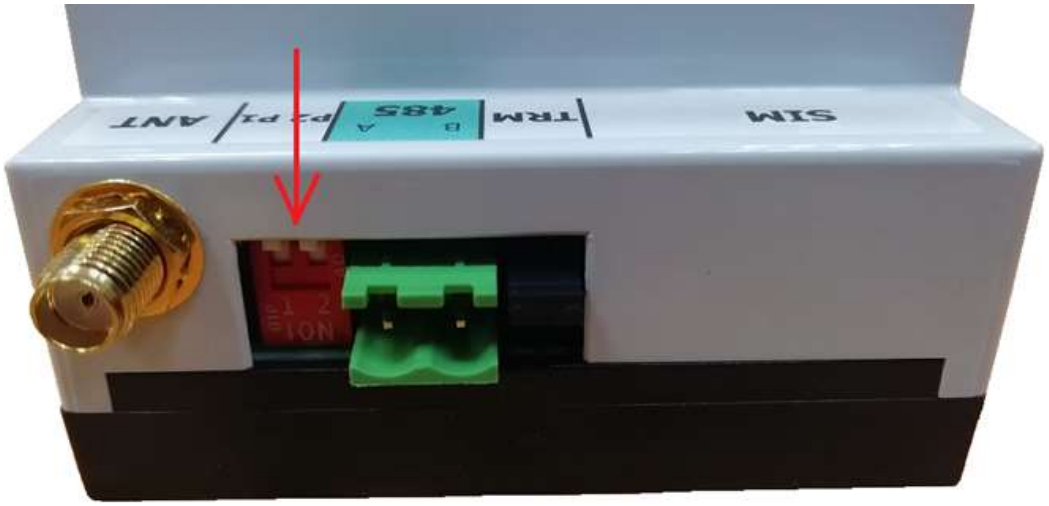

Рисунок 27 – Перевод движковых переключателей в положение ON
– сменить положение обоих движковых переключателей в зависимости от нужного режима работы (см. рисунок 27);